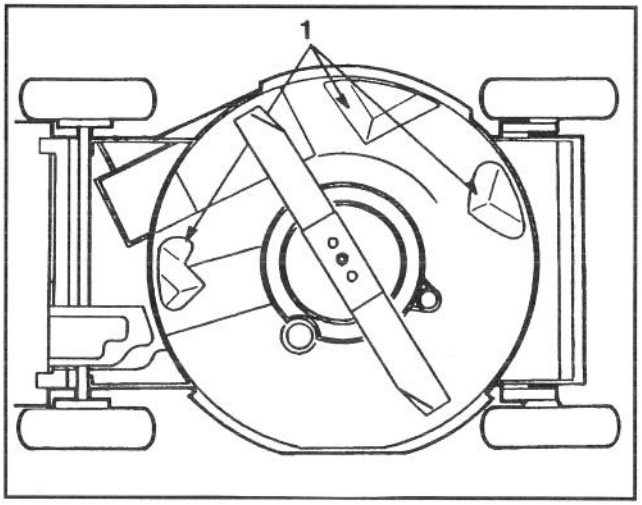

Abb. 27
Halten Sie die Unterseite des Mähergehäuses stets sauber. Vor allem sind die Umlenkbleche auf der Unterseite des Mähergehäuses von Verunreinigungen freizuhalten (Abb. 27).
2. Den Mäher auf die linke Seite kippen (Abb. 27). Drehen des Messers vermeiden, da das zu Startproblemen führen könnte.